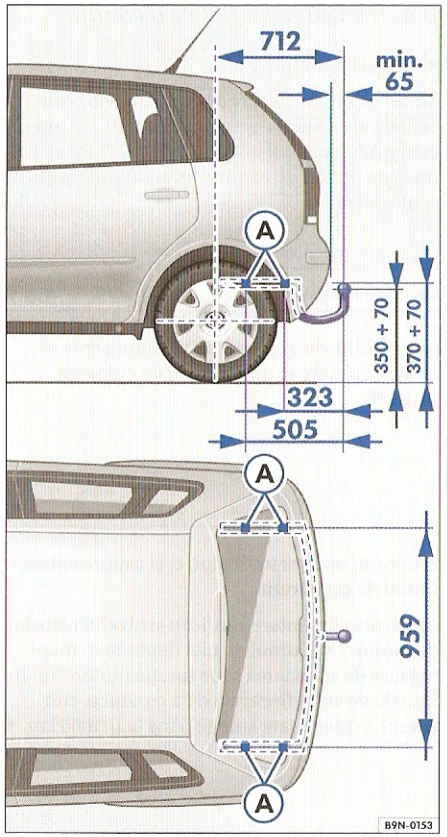

Fig. 5 Puncte de fixare a dispozitivului de remorcare.
Cele patru puncte de fixare ⇒ fig. 5 Ⓐ ale dispozitivului de remorcare se află în partea inferioară a autovehiculului.
- Datele din imagine ⇒ fig. 5 indică măsurile și punctele de fixare care trebuie respectate la montarea unui dispozitiv de remorcare.